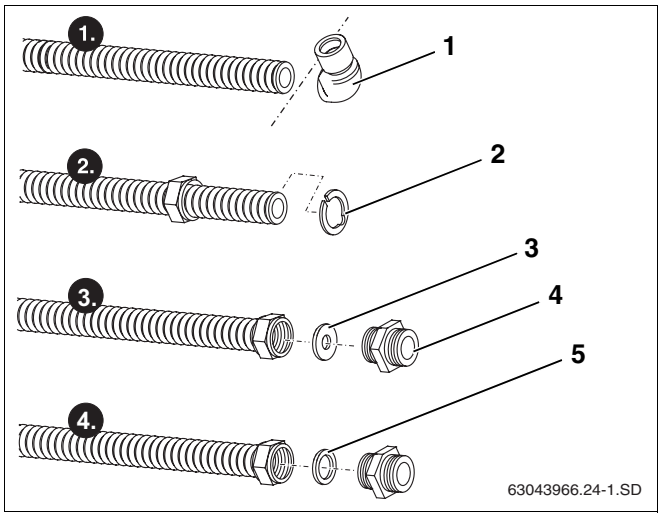

Abb. 57 Anschlussrohr vorbereiten
- Winkel (Abb. 57, **Pos. 1**) mit Rohrschneider vom Anschlussrohr abtrennen.
- Klemmscheibe (Abb. 57, **Pos. 2**) hinter die erste Welle legen und zusammendrücken. Die Klemmscheibe muss gleichmäßig am Bund der Überwurfmutter anliegen.
- Karosseriescheibe (Abb. 57, **Pos. 3**) vor Schnittfläche des Anschlussrohres in die Überwurfmutter legen.
- Doppelnippel (Abb. 57, **Pos. 4**) in Überwurfmutter fest einschrauben, damit plane Dichtfläche am Anschlussrohr erzeugt wird.
- Dichtung (Abb. 57, **Pos. 5**) einlegen und Doppelnippel einschrauben.